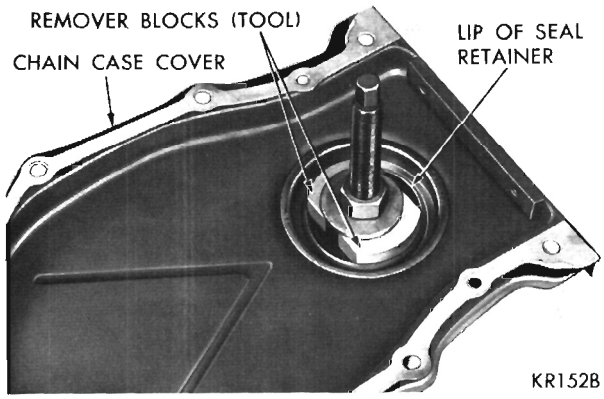

Fig. 27—Remover Blocks Expanded to Puller Position
(1) Position remover screw of Tool C-3506 through case cover, inside of case cover up. Position remover blocks directly opposite each other, and force the angular lip between the neoprene and flange of seal retainer.
(2) Place washer and nut on remover screw. Tighten nut, forcing the blocks into the gap to a point of distorting the seal retainer lip (Fig. 27). This is important, **remover is only positioned at this point.**